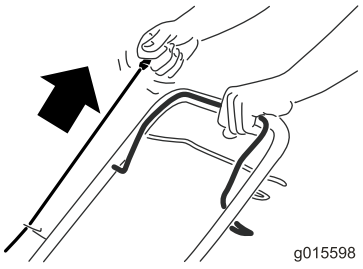

Figuur 15
2. Trek aan de handgreep van het startkoord (Figuur 15)